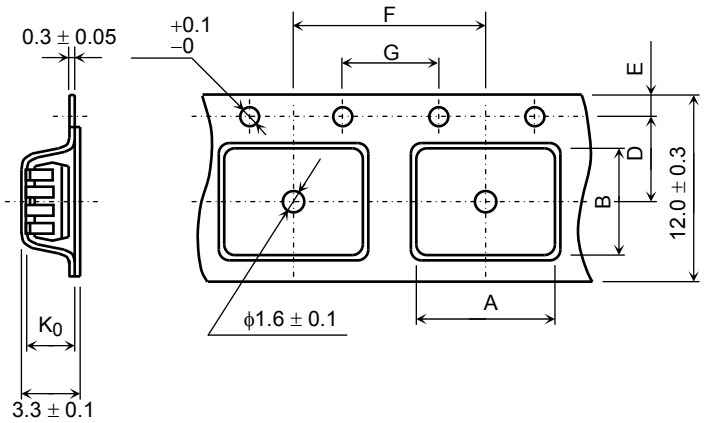

図 2　テーピング形状
(1) テープ材質: プラスチック（静電防止仕様）
(2) 寸　法: 図 2 および表 2 に示します。